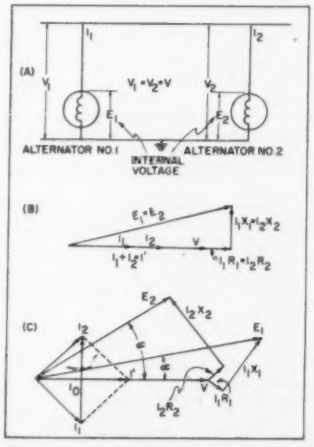
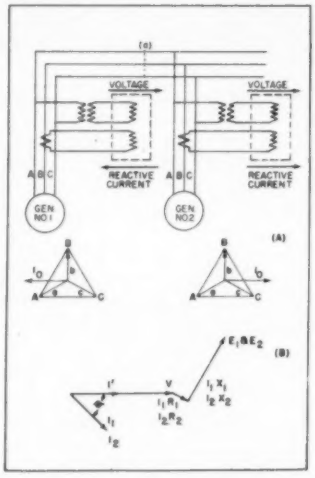

Fig. 4. A voltage regulator in reality is a wattless current control when the generator being controlled is connected to an infinite bus as illustrated here
Fig. 6. Reactive current compensation ends objectionable circulating currents between generators
This can be explained further by reference to Fig. 4. Figure 4 (A) shows a one-line diagram of two duplicate alternators operating in parallel on an infinite bus and Fig. 4 (B) shows their vector relations at unity power factor with reference to the external circuit. An infinite bus is one fed by a power system sufficiently large that the bus voltage will not be changed appreciably by the individual generators connected to it. In this diagram the alternator reactances (x) are assumed equal and E_1 and E_2 are considered as the internal induced electromotive forces.
If, for example, these two units with equal regulator settings are put on the line at the same time and the heating of the elements of one regulator is faster than that of the other, it will temporarily try to regulate for a higher voltage, and will move its excitation to a maximum. The resulting condition is shown vectorially in Fig. 4 (C) and a circulating current I_0 will flow between machines, leading in machine No. 2 and lagging in machine No. 1. Although it produces no real power I_0 causes unnecessary heating of the machine because I_1 and I_2 must be larger to give the same total value I′ which is the summation of the currents in both
system. Under system operation, the term droop is only illustrative, because, as explained by Fig. 4 the change of excitation by the regulator is a regulation of the 90 degrees or wattless current. Actual voltage regulation is obtained only when a generator is not connected to a system.
Further understanding of reactive load division between generators when the generators are under the control of regulators and are connected to an infinite bus, is given by a consideration of the three-phase relations as pictured in Fig. 6. The point of view should be directed from (a) from which point the circulating current I_0 as explained under Fig. 4 is leading in generator No. 1 and lagging in generator No. 2. In this figure a simple regulator is shown with the single-phase voltage control taken from phase AC and the reactive current measurement taken from current transformers in line B. The three-phase voltage and current
relations are shown at Fig. 6 (A) for the two machines, and the reactive component I_0 adds to the voltage of regulator No. 2 and subtracts from the voltage of regulator No. 1. Under automatic control in a closed-cycle system the voltage applied to regulator No. 2 would appear too high because the reactive component adds to the voltage and the regulator would move to reduce excitation. Similarly, the voltage applied to regulator No. 1 would appear too low and the regulator would move to increase excitation. Referring to Fig. 4 (C) the circulating current I_0 will be reduced to a minimum, both machines will carry equal share of reactive current, and the condition of Fig. 6 (B) will prevail.